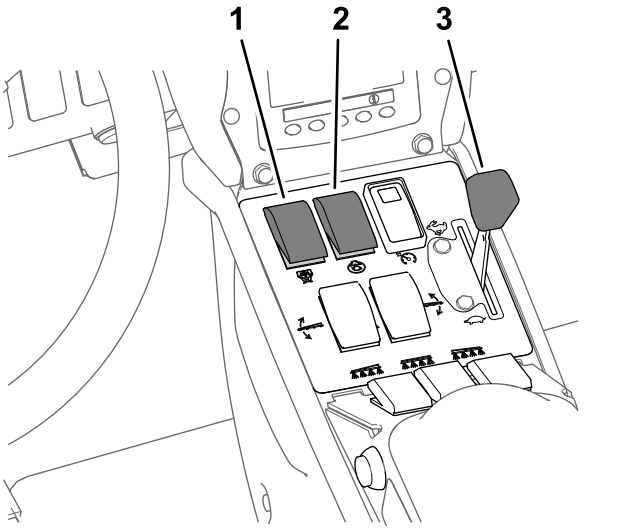

Figura 40
8. Coloque o interruptor de agitação e o interruptor da bomba do pulverizador na posição LIGAR (Figura 40).
9. Coloque a alavanca na posição RÁPIDO (Figura 40).
Nota: Este procedimento assume que a bomba de pulverização está ligada; consulte Figura 40 em Pulverização no Modo de taxa de aplicação (página 37).
4. Ajuste o acelerador para a velocidade do motor desejada; consulte Figura 40 em Pulverização no Modo de taxa de aplicação (página 37).